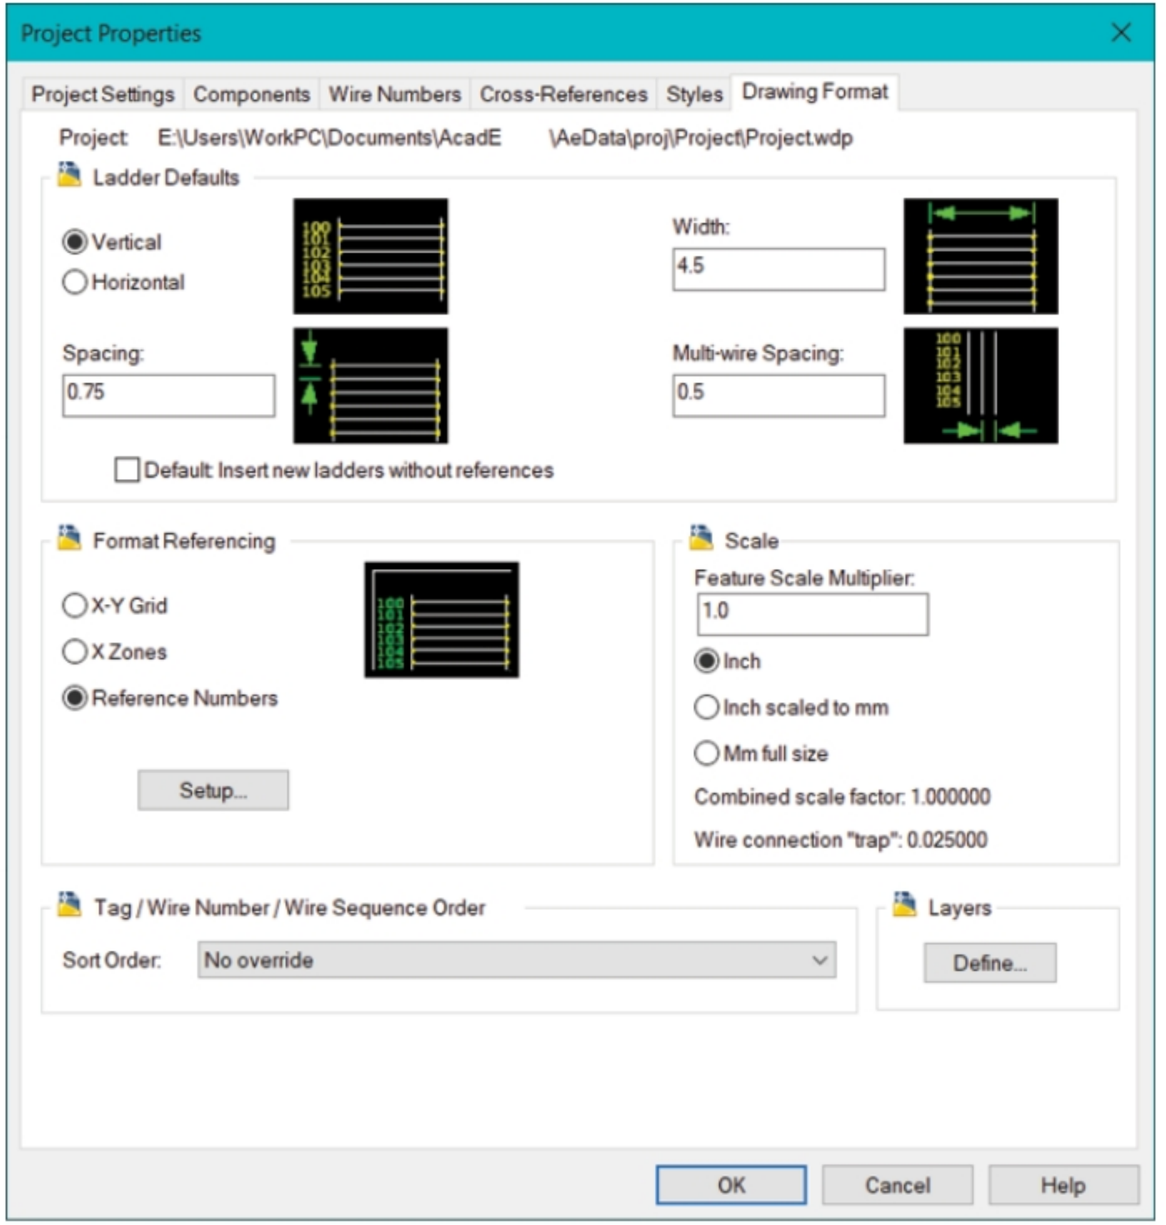

Figure-4. Project Properties dialog box
- Click on the **Drawing Properties** tab from the dialog box. The options in the dialog box will be displayed as shown in Figure-4.